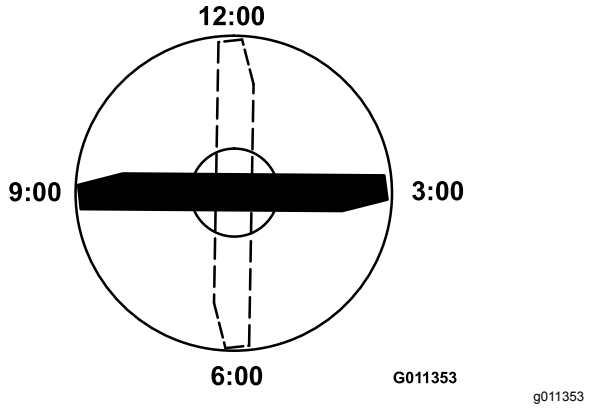

Figura 86
4. Coloque el filo de corte del extremo marcado de la cuchilla en la posición de las 12 (hacia adelante, en el sentido de la siega) (Figura 86) y mida la altura desde la mesa hasta el filo de corte de la cuchilla.
5. Gire el extremo marcado de la cuchilla a las posiciones de las 3 y de las 9 (Figura 86) y mida las alturas.